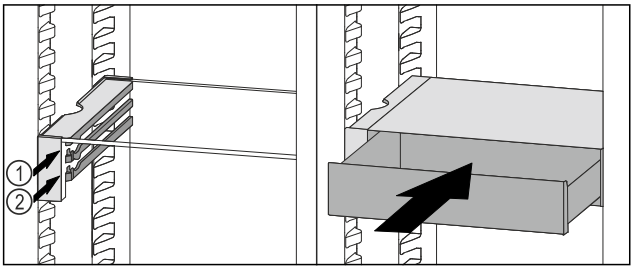

Fig. 170
▶ VarioSafe-Schubfach hinter den Stoppern auf gewünschter Rippe *Fig. 170 (1)* oder *Fig. 170 (2)* aufsetzen.